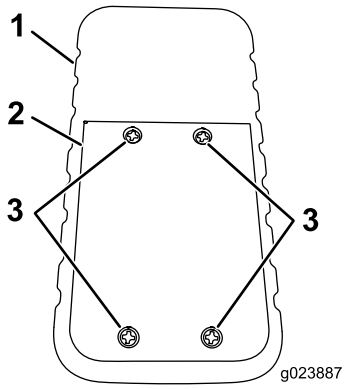

Figure 59
1. Desserrez les 4 vis qui fixent le couvercle des piles (Figure 59).